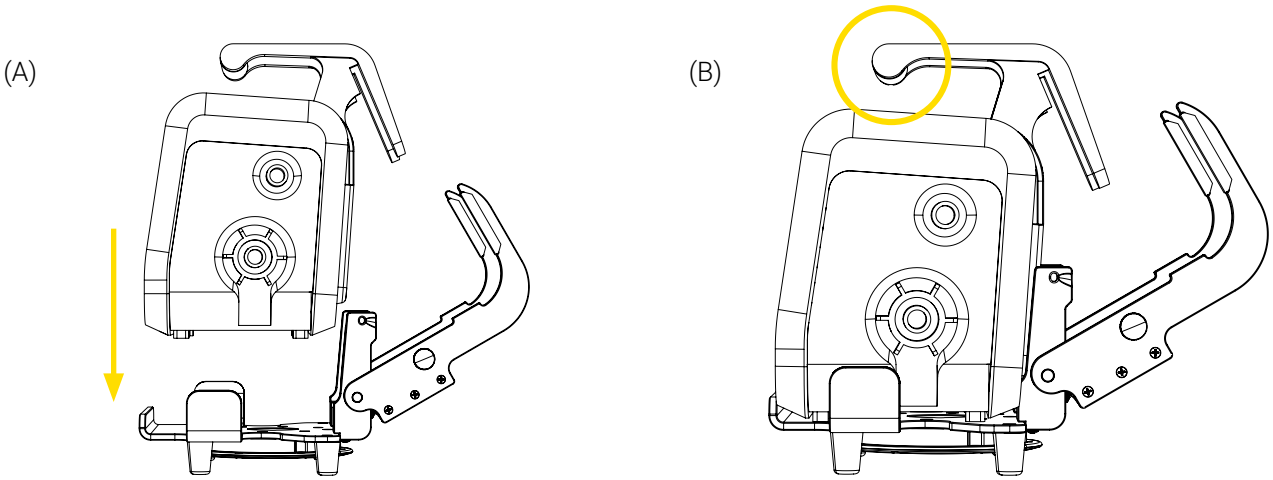

Figure 3: Insertion de l'appareil médical dans le support Bracket Pro Serie 60 - SD
2. Insérer l'appareil médical dans le support à l'aide de la poignée, et s'assurer qu'il soit centré entre les plis avant et latéraux de la plaque inférieure (Figure 3 A). Une fois installé, laisser la poignée du ventilateur levée (Figure 3 B).